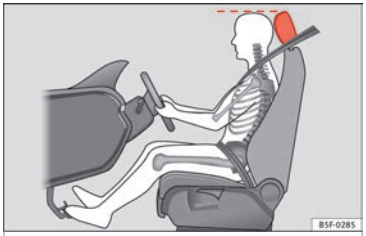

Fig. 82 Correct head restraint position for the driver.
– Adjust the head restraint so that its upper edge is at the same level as the top of your head, or as close as possible to the same level as the top of your head ››› Fig. 82.